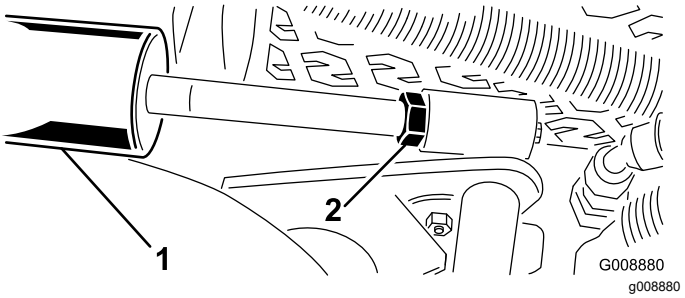

Rysunek 29
A. Należy opuścić zespoły tnące i poluzować nakrętkę kontrującą siłownika (Rysunek 29).